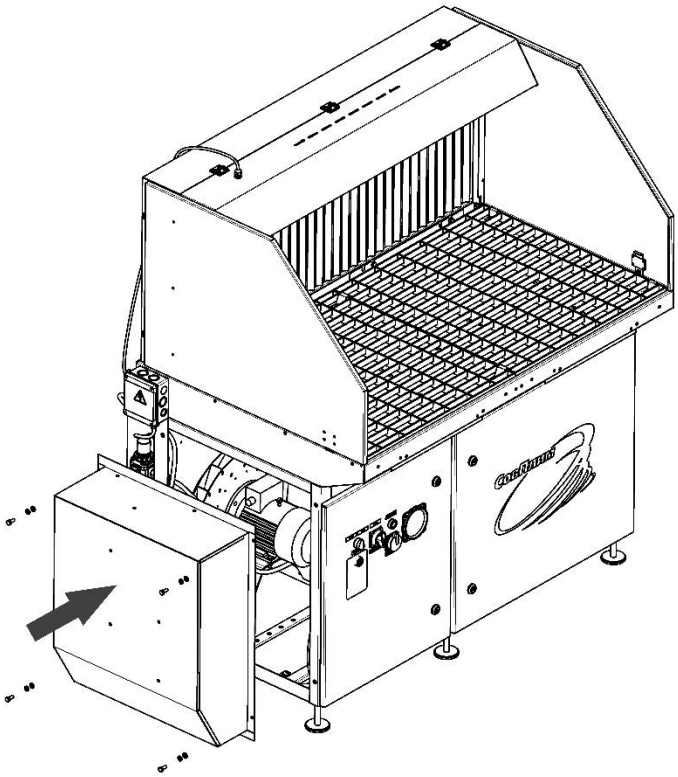

Рисунок 11
5.3.7 По контуру фланца выходного патрубка с внешней и внутренней стороны от отверстий наклеить ленту уплотнительную HORDA-D (входит в комплект поставки), разделив ленту вдоль длины. Установить патрубок на боковую поверхность корпуса стола, закрепить болтами М8х20 (рисунок 11).